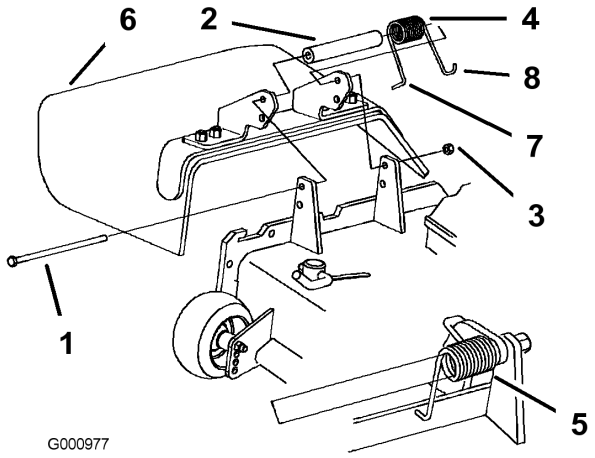

Figure 79
1. Retirez le contre-écrou, le boulon, le ressort et l'entretoise qui fixent le déflecteur aux supports de pivot (Figure 79). Enlevez le déflecteur s'il est endommagé ou usé.
Remarque: Prenez soin de placer l'extrémité en L du ressort derrière le bord du plateau avant de mettre le boulon en place, comme indiqué à la Figure 79.
3. Remettez le boulon et l'écrou. Accrochez l'extrémité en **J** du ressort au déflecteur d'herbe (Figure 79).